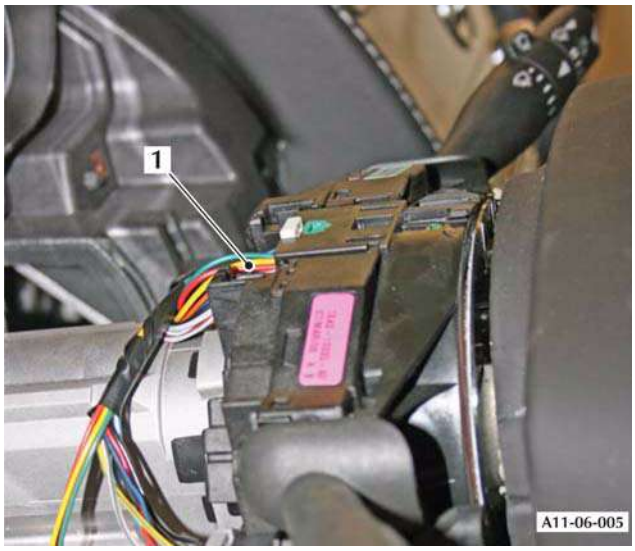

Figure 7
21. Remove the electrical connector (1) from the rotary coupler (Refer to FIgure 7).